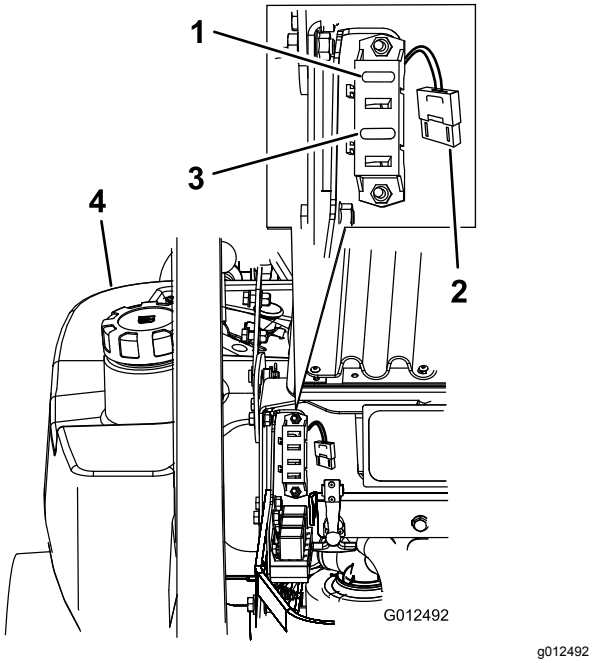

Rysunek 70
1. Aby uzyskać dostęp do uchwytu bezpiecznika, odblokuj pokrywę silnika i unieś ją (Rysunek 70).
3. Włóż nowy bezpiecznik (Rysunek 70).